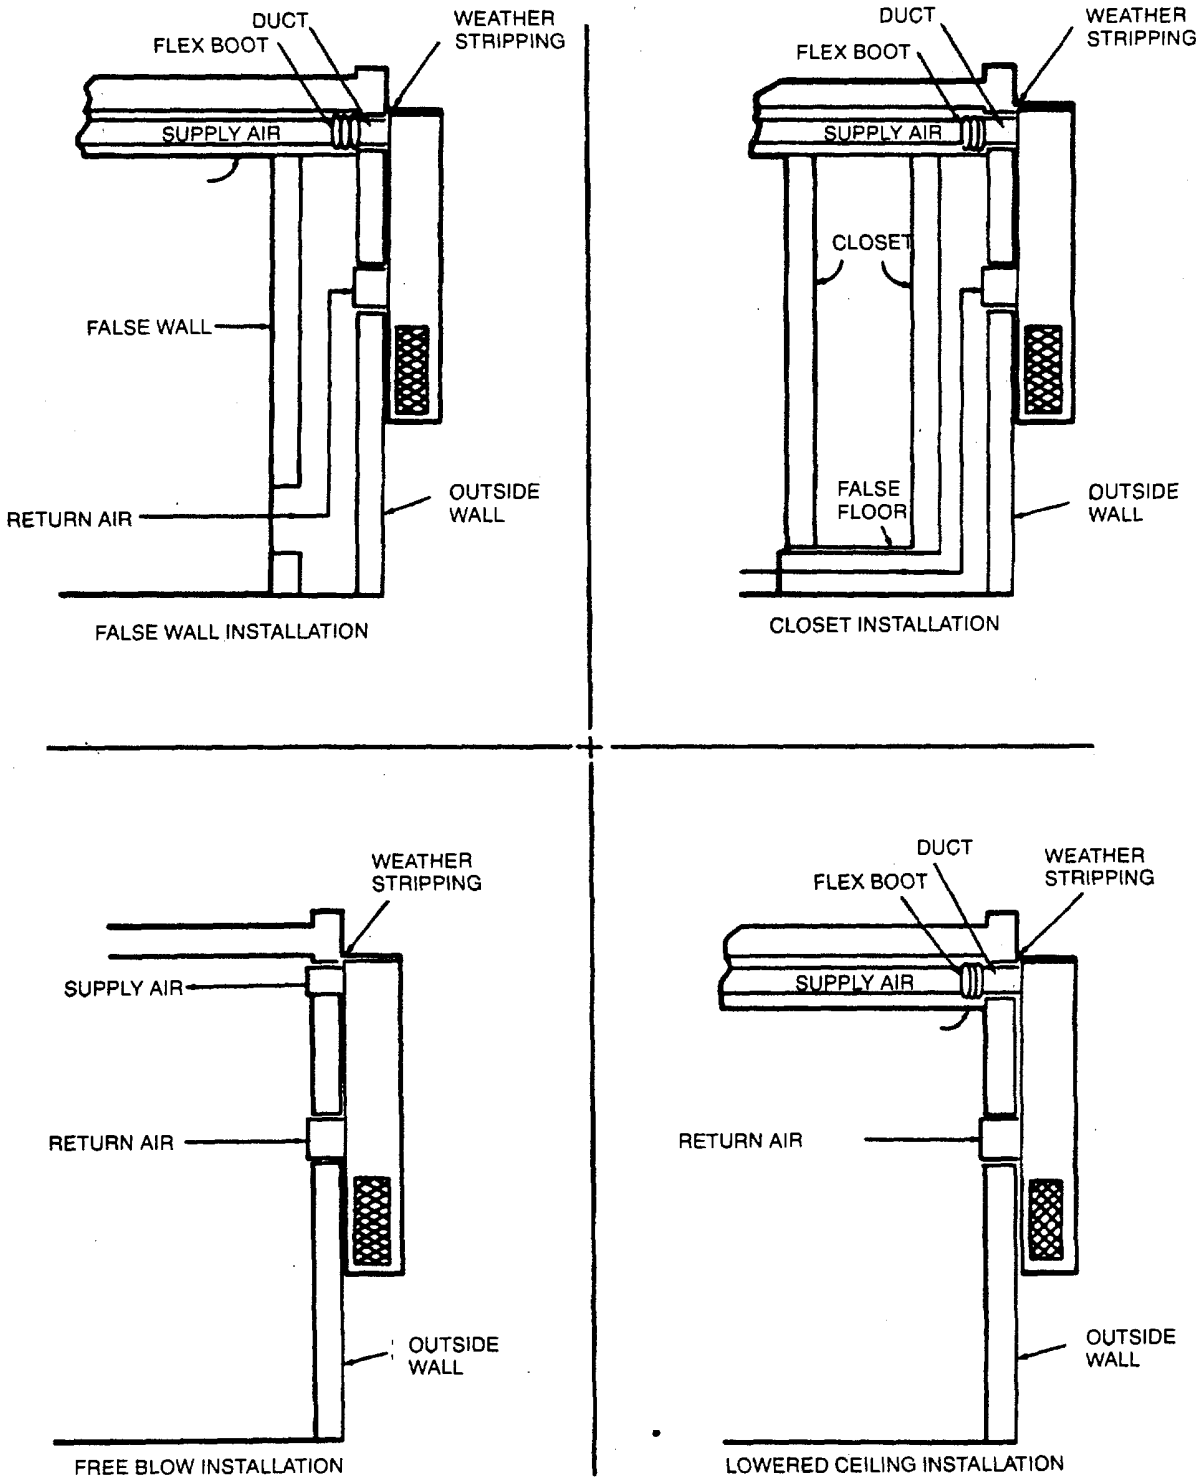

Figure 4-8. Ducting
a. Duct work is optional depending upon application. If used, duct work should be designed and installed in accordance with the National Board of Fire Underwriters, Pamphlets 90A and 90B and insulated with a minimum 1 inch vapor-barrier insulation. See Figure 4-8 for examples of duct work.